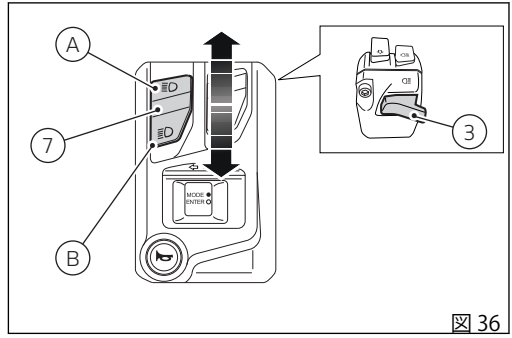

図 36
ロービームランプが点灯した場合、ボタン (7、 図 36) のポジション (A) でハイビームランプも点灯するか、ボタン (3、 図 36) でライトをフラッシュすることができます。
Key-ON した後にエンジンを始動しない場合でも、左側スイッチのボタン (7、 図 36) をポジション (B) と (A) に押してロービーム / ハイビームランプを起動できます。ボタン (3、 図 36) を押すとライトをフラッシュします。
ボタン (7、図 36) を押すと、ハイビームランプまたはロービームランプが点灯し、DRL が消灯します。ランプボタン (7、図 36) を離すと、DRL が再び自動的に点灯します。